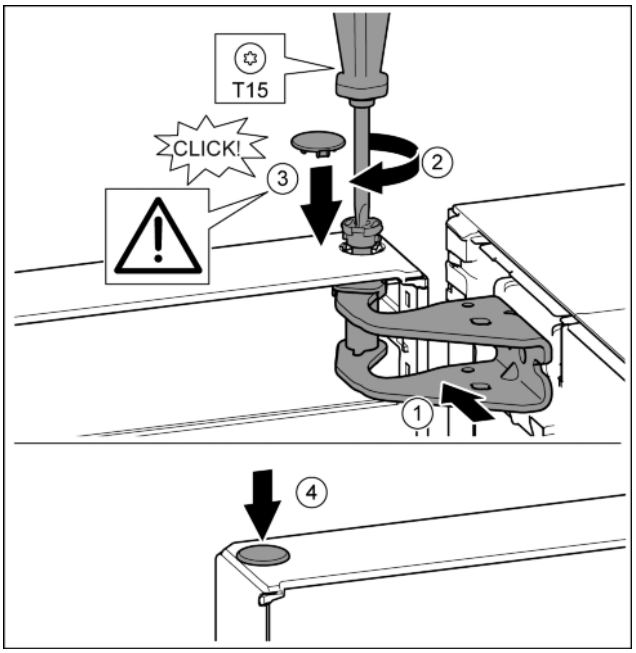

Fig. 22
▶ Align top of door with aperture in mounting block. *Fig. 22 (1)*
▶ Insert the bolt and tighten with a T15 screwdriver. *Fig. 22 (2)*
▶ Fit protective cover to protect the door: Install protective cover and check that it is attached to the door. If not, insert the bolt fully. *Fig. 22 (3)*
▶ Insert the plugs. *Fig. 22 (4)*